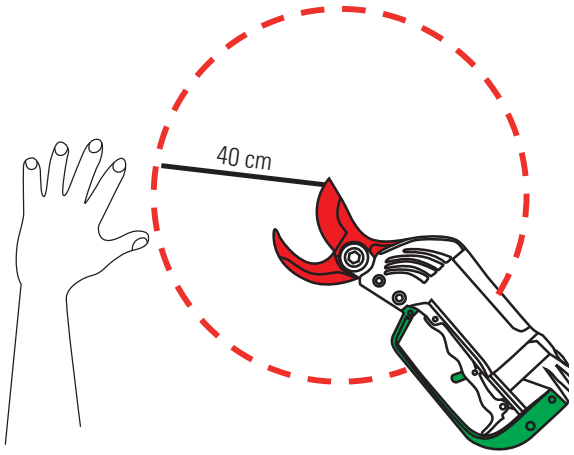

Fig. 1: Distanza di lavoro corretta
- attenzione il funzionamento della forbice pneumatica prevede un taglio a ghigliottina, senza possibilità di fermare la lama per cui rispettare sempre le distanze di sicurezza fig. 1;